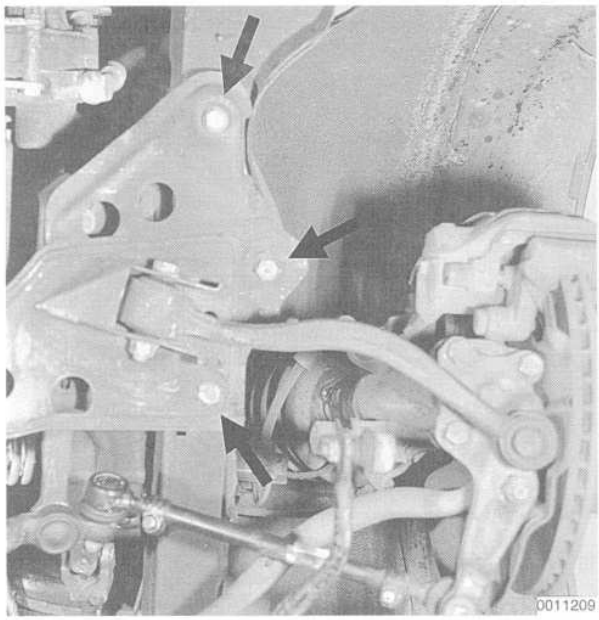

Fig. 19. Left side crossmember-to-chassis mounting bolts (**arrows**).
9. Unbolt the crossmember from the chassis on both sides. See Fig. 19.